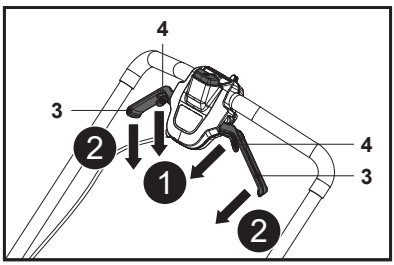

Fig. 19
1. Relâcher les leviers de traction (4) pour arrêter la fonction automotrice (Fig. 19, étape 1).
2. Relâcher les leviers de démarrage (3) pour arrêter le moteur et la lame de coupe (24) (Fig. 19, étape 2).
4. La lampe de travail (16) s'éteint automatiquement au bout d'environ 10s.